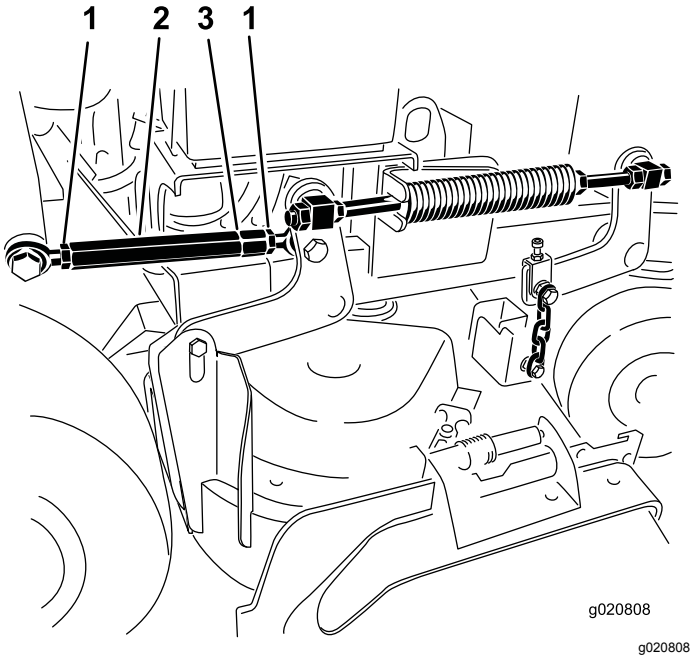

Figur 86
4. Lossa kontramuttrarna på båda sidor om linsträckaren (Figur 86).
Obs: Änden av linsträckaren med en skåra har vänstergängor (Figur 86).